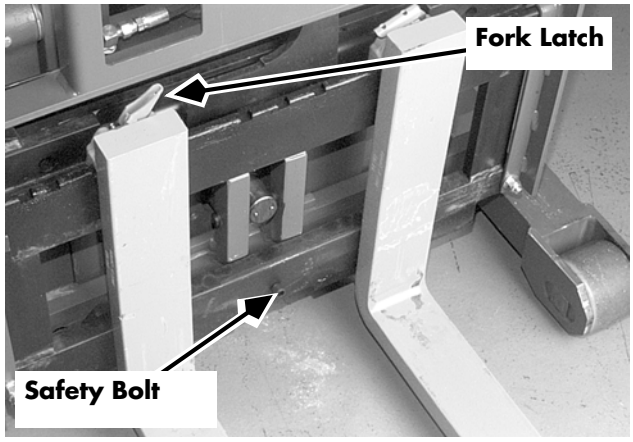

Figure 7-267: Fork Latch and Safety Bolt
2. Remove the safety bolt located above the cutout in the middle of the lower cross member of the carriage. See Figure 7-267.
1. Remove the safety bolt from the center of the lower carriage cross member. See Figure 7-267 on page 7-298.